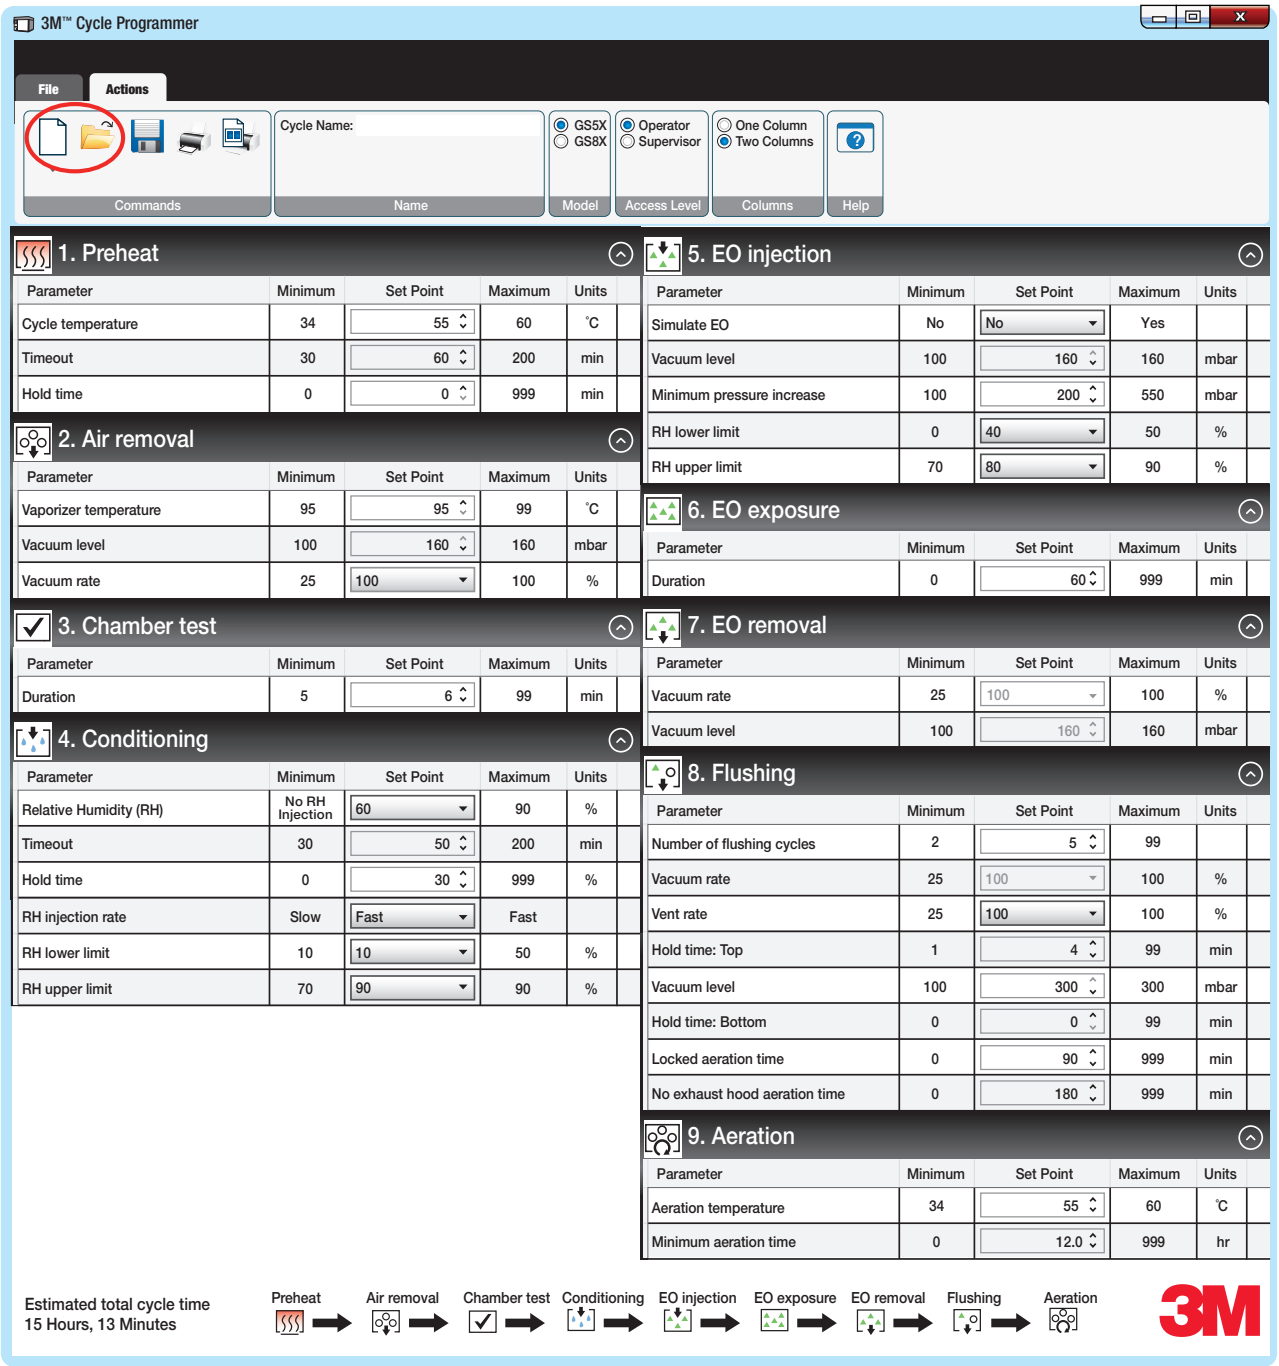

Figure 38.
2. To create or edit a custom cycle, select either **New**, or **Open** an existing custom cycle (Figure 38).
- The preprogrammed cycle set points for each variable parameter are the values that populate the 3M™ Cycle Programmer when a new custom cycle is opened (Figure 38).